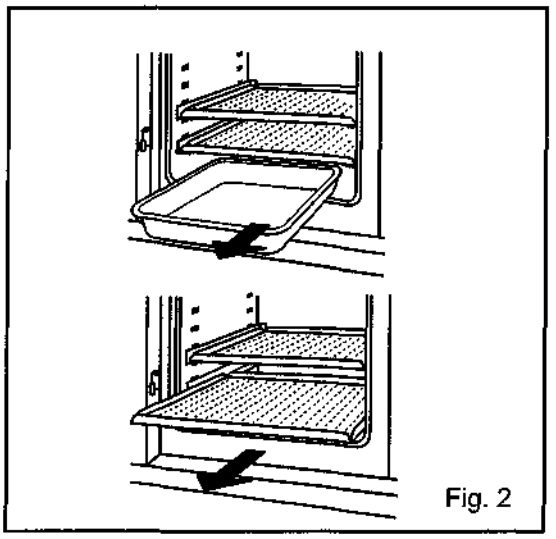

Fig. 2
3. Pull out the humidifying pan and trays. See Fig. 2